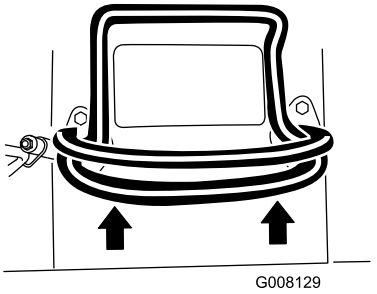
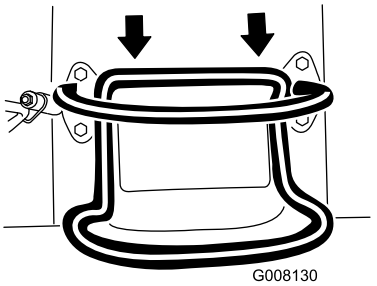

Figuur 7
Figuur 8
- Om vooruit te rijden, beweegt u de tractiehendel naar voren (Figuur 7).
- Om achteruit te rijden, beweegt u de tractiehendel naar achteren (Figuur 8). **Kijk bij het achteruitrijden altijd naar achteren en houd uw handen op de referentiebalk (Figuur 7).**